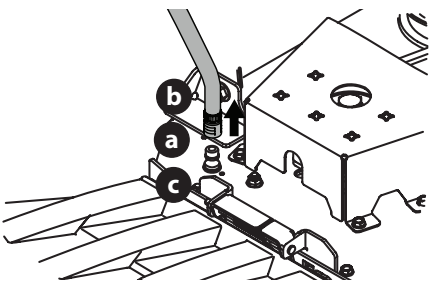

Fig. 29
3. Tire del collarín de ajuste (a) del adaptador del pico (b) hacia atrás y empuje el adaptador del pico sobre el pico de lavado de la plataforma (c). Suelte el collarín de ajuste para trabar el adaptador del pico en el pico de lavado de la plataforma (Fig. 29).